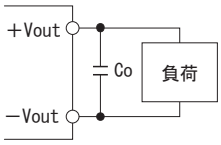

図3.12　出力側外付コンデンサ接続方法
■TUHSシリーズは基本的に出力側外付コンデンサは不要ですが、接続することでリップル電圧の低減や出力電圧変動を改善することができます。接続方法を図3.12に示します。